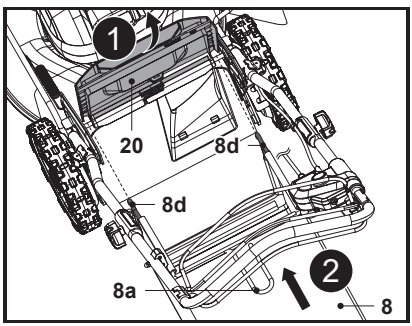

Fig. 6
3. Deschide deflectorul spate (20) și ține-l în poziție (fig. 6, pasul 1).
4. Transportă colectorul de iarbă (8) ținându-l de mânerul de transport (8a).
5. Aliniază cele două cârlige (8d) ale colectorului cu tija și prinde colectorul de iarbă (8) (fig. 6, pasul 2).
6. Apoi, eliberează cu grijă deflectorul spate (20).